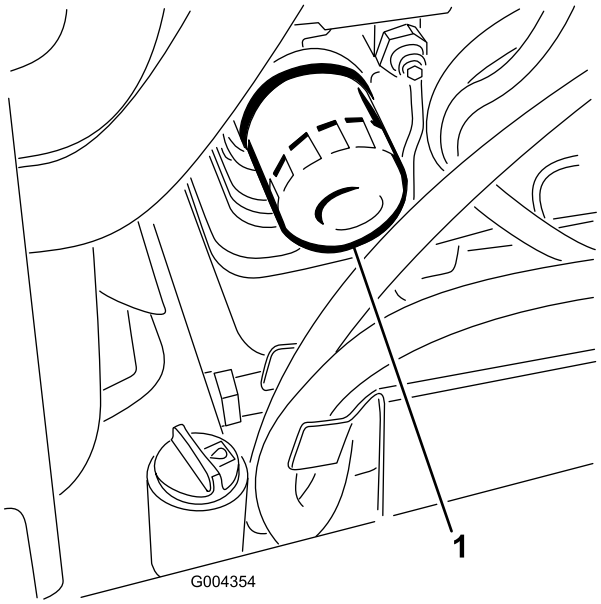

Figur 44
3. Avlägsna oljefiltret (Figur 44).